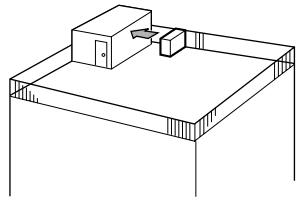

Fig. 2-3
① Direccione a saída de ar para a parede mais próxima a uma distância de cerca de 50 cm. (Fig. 2-3)